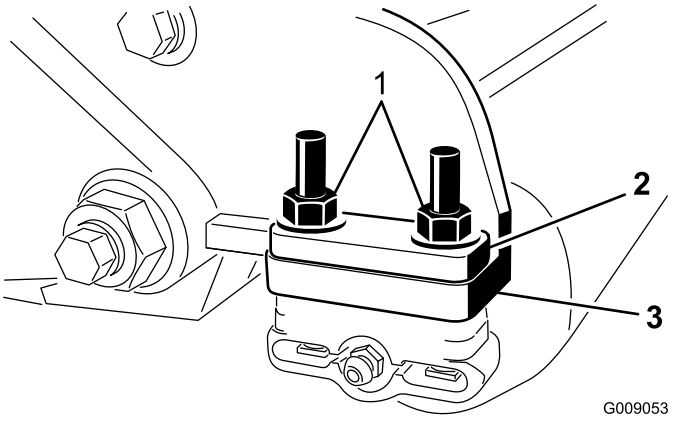

Figura 7
6. Remova as duas porcas de flange que prendem cada suporte do cilindro às placas laterais (Figura 7). Não retire os parafusos. **Adicionalmente, remova qualquer espaçador de 6 mm colocado na parte superior da flange de montagem da placa lateral.**